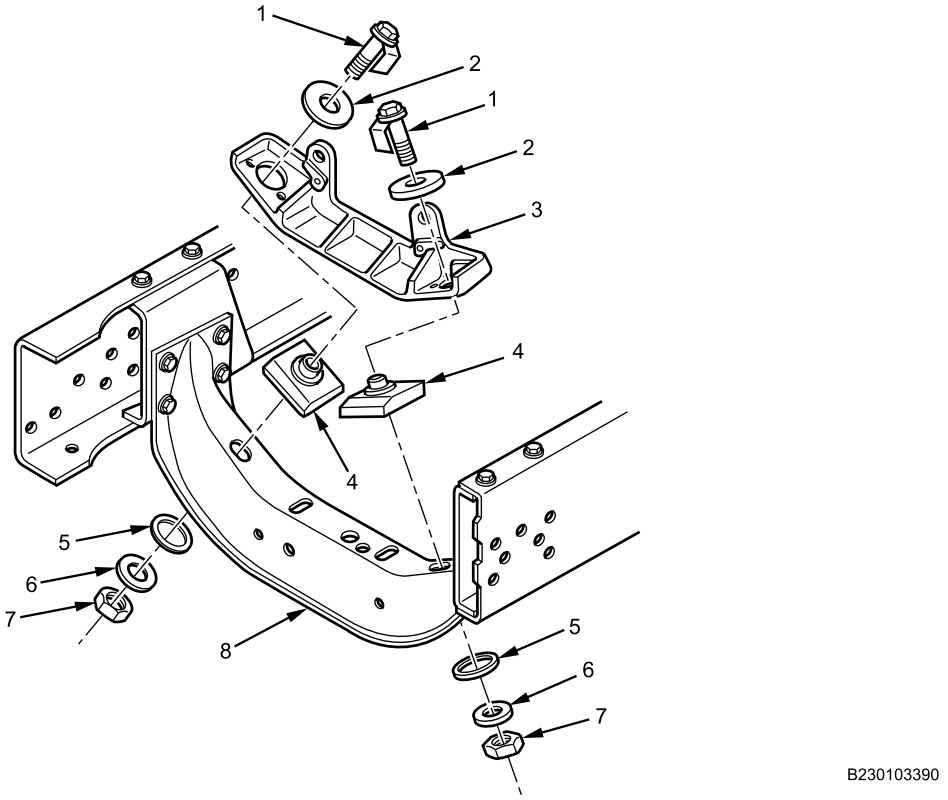

Figure 2. Front Crossmember Engine Mounts.
2. Remove two locknuts (Figure 2, Item 7), flat washers (Figure 2, Item 6), and O-rings (Figure 2, Item 5) from bottom of front crossmember (Figure 2, Item 8). Discard locknuts and O-rings.
3. Remove two bolts (Figure 2, Item 1) and insulators (Figure 2, Item 2) from top of front engine mount bracket (Figure 2, Item 3).
4. Raise front of engine so that front engine mount bracket (Figure 2, Item 3) is separated from engine front mount insulators (Figure 2, Item 4).